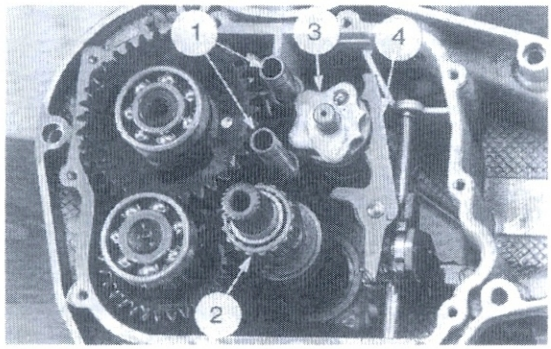
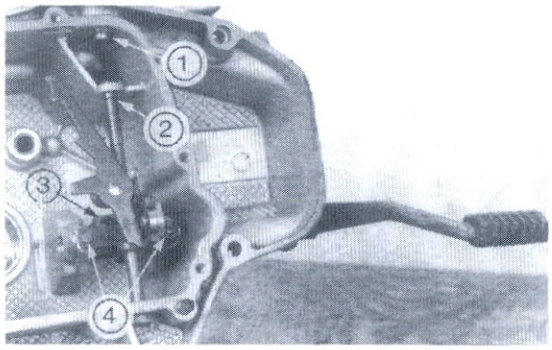
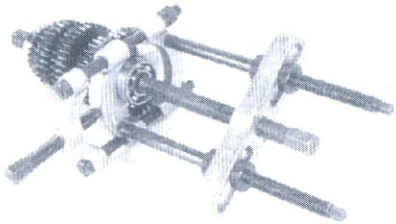
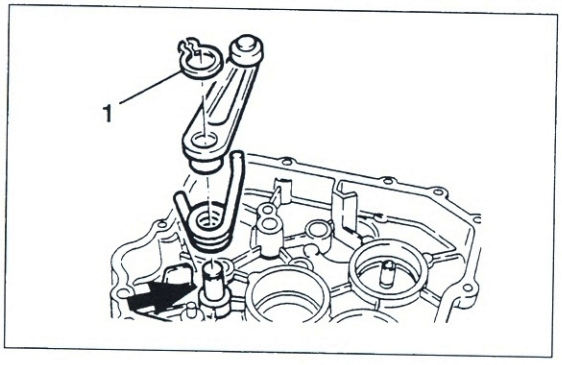

Bild 155
Bild 156
Bild 157
Bild 164
- Arretierungshebel der Schaltwalze nach Ausfedern des Seegerrings von Deckel abnehmen (Bild 164 Seite 68).
- Schaltgabelschienen ① Bild 155 herausziehen.
- Antriebswelle ② nach rechts unten kippen. Schaltgabeln aus Schaltwalze ③ herausdrehen, bis Führungszapfen der Gabeln aus Walze freikommen. Auf Verbleib der Rollen der Gabelzapfen achten.
- Schaltklinke ④ von Hand nach aussen drücken und Schaltwalze mit Drehbewegung herausziehen.
- Getriebegehäuse-Entlüftung ① Bild 156 von innen mit passendem Dorn herausschlagen. Sicherungsring ② entfernen und Führungsstange nach oben herausnehmen.
- Schaftschraube ③ (Innensechskant SW 5) innen auf Schaltsegment ausdrehen und Schaltwelle samt Pedal herausziehen.
- Sicherungsringe ④ für Anschlag entfernen und Segment mit Schenkelfeder und Anschlag herausnehmen.
- ⚠ Zerlegen der Getriebewellen (Bild 157) ist Sache der Fach- oder BMW-Werkstatt. Auch der
- Führungsstange durch Entlüftungsbohrung einführen und mit Sicherungsring ② Bild 156 sichern. Entlüftung bis auf 10 mm Überstand einschlagen.
- Antriebswelle ② Bild 155 einsetzen und nach rechts unten wegdrücken.
- Schaltwalze so einsetzen, dass sie in Bild 155 gezeigter Stellung in Ganganzeige eingreift.
- Zur Montage-Erleichterung Stirnrad 1. und 2. Gang mit zurechtgebogenem Draht anheben und Schaltgabel ② nach innen schwenken. Führungszapfen in Schaltwalze einführen.
- Arretierhebel in Getriebedeckel anbringen (Bild 164).